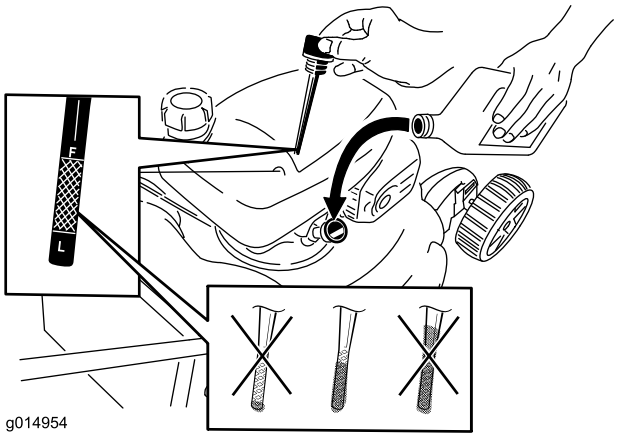

Figur 39
6. Fjern peilestaven fra oljefyllingsrøret (Figur 39).
12. Ta ut peilestaven, og kontroller oljenivået. Se Figur 39.
- Hvis oljenivået er for lavt, fyll langsomt på litt olje i oljepåfyllingsrøret, og gjenta så trinn 10 til og med 12 til oljenivået er korrekt, som vist i Figur 39.